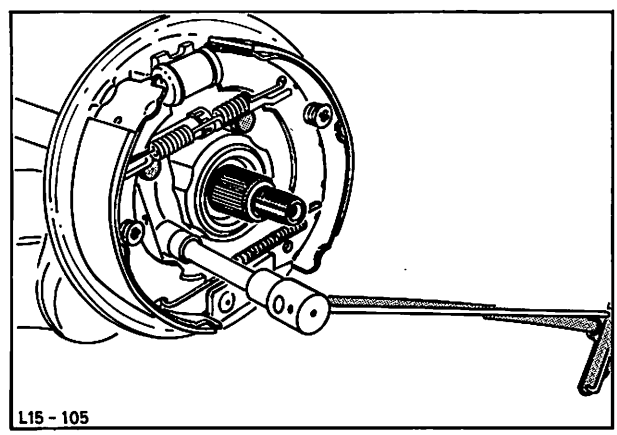

Abb. 167 Schrauben der Radnabe mit vorgeschriebenem Drehmoment festziehen
7. Stoßdämpfer montieren. Radnabe und Bremsträger mit Handbremsseil einsetzen und Schraubenlöcher zueinander ausrichten. Schrauben eindrehen und mit vorgeschriebenem Drehmoment festziehen, Abb. 167.